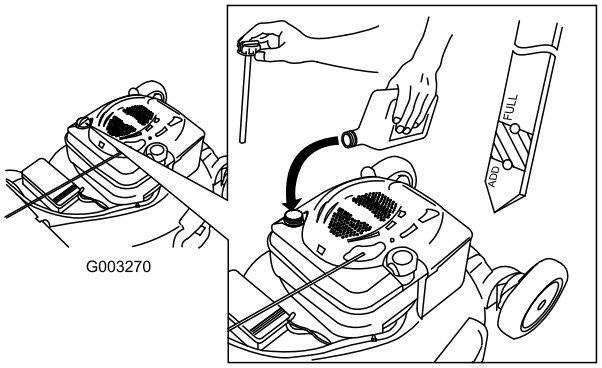

Figur 36
4. Hæld **langsomt** olie i oliepåfyldningsrøret, indtil oliestanden når op til linjen Full (fuld) på målepinden (Figur 36). **Fyld ikke for meget på.** (Påfyld maks.: 0,59 l, type: SAE 30 selvrensende olie med API-serviceklassifikation SF, SG, SH, SJ, SL eller højere.)